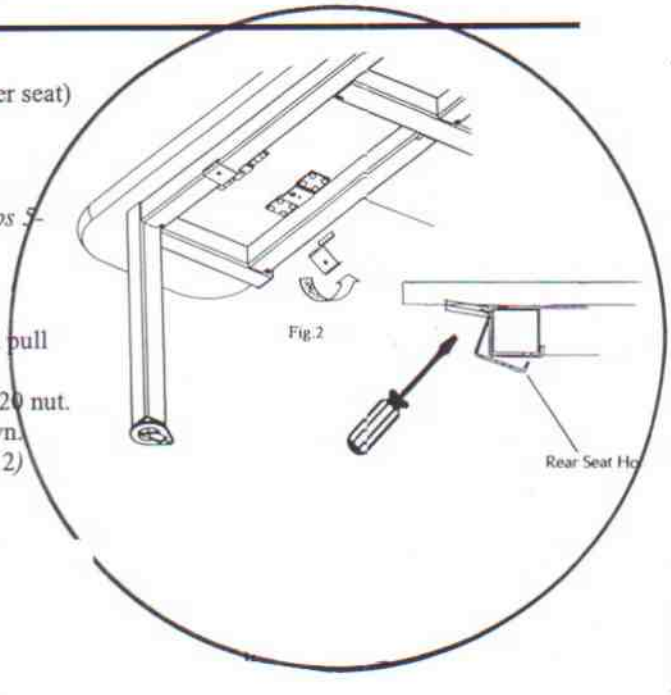

Fig.2
4) Insert short tongue of rear seat hook into seat plate. Using screwdriver snap hook to frame as shown. (See fig. 2) *Steps 5- pertain to contour seats only*
9) Insert short tongue of rear seat hook into seat plate as shown. Using screwdriver snap hook to frame as shown. (See fig. 2)